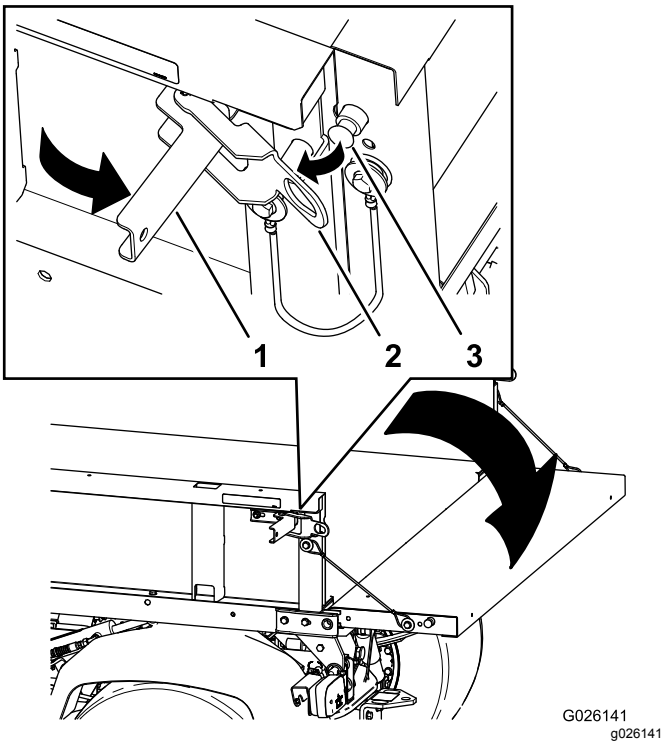

Rysunek 14
2. Otwórz zaczepy po lewej i prawej stronie skrzyni, a następnie opuść tylną burtę (Rysunek 14).